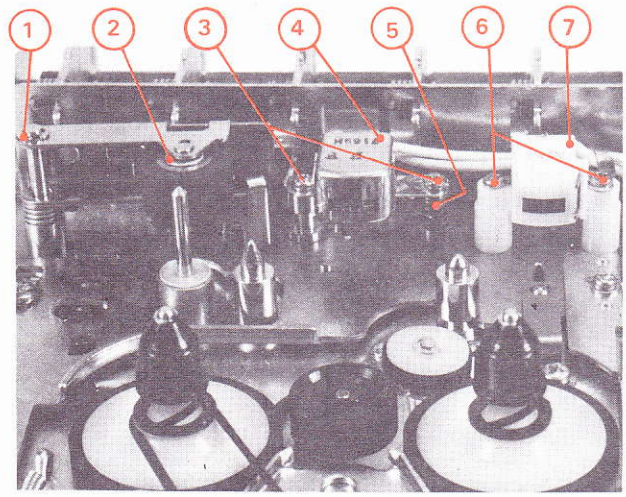

Fig. 8
c) Têtes magnétiques (Fig. 8)
d) Galet presseur (Fig. 8)